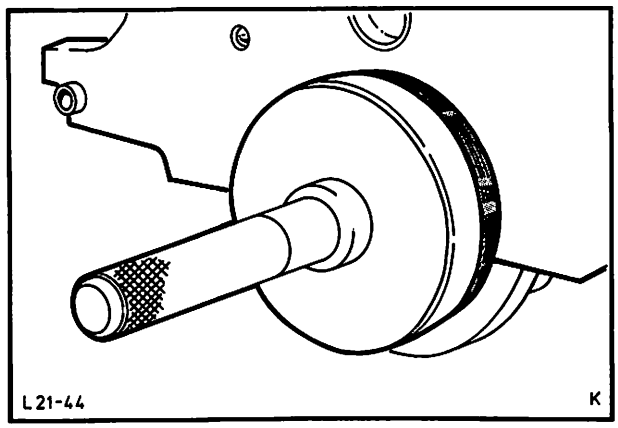

Abb. 59 Hinteren Radialdichtring mit Spezialwerkzeug 21-011-A montieren
35. Neuen hinteren Radialdichtring an der Dichtlippe mit Motoröl benetzen, auf das Spezialwerkzeug 21-011-A schieben und bis zum Anschlag des hinteren Kurbelwellenlagers treiben, Abb. 59.